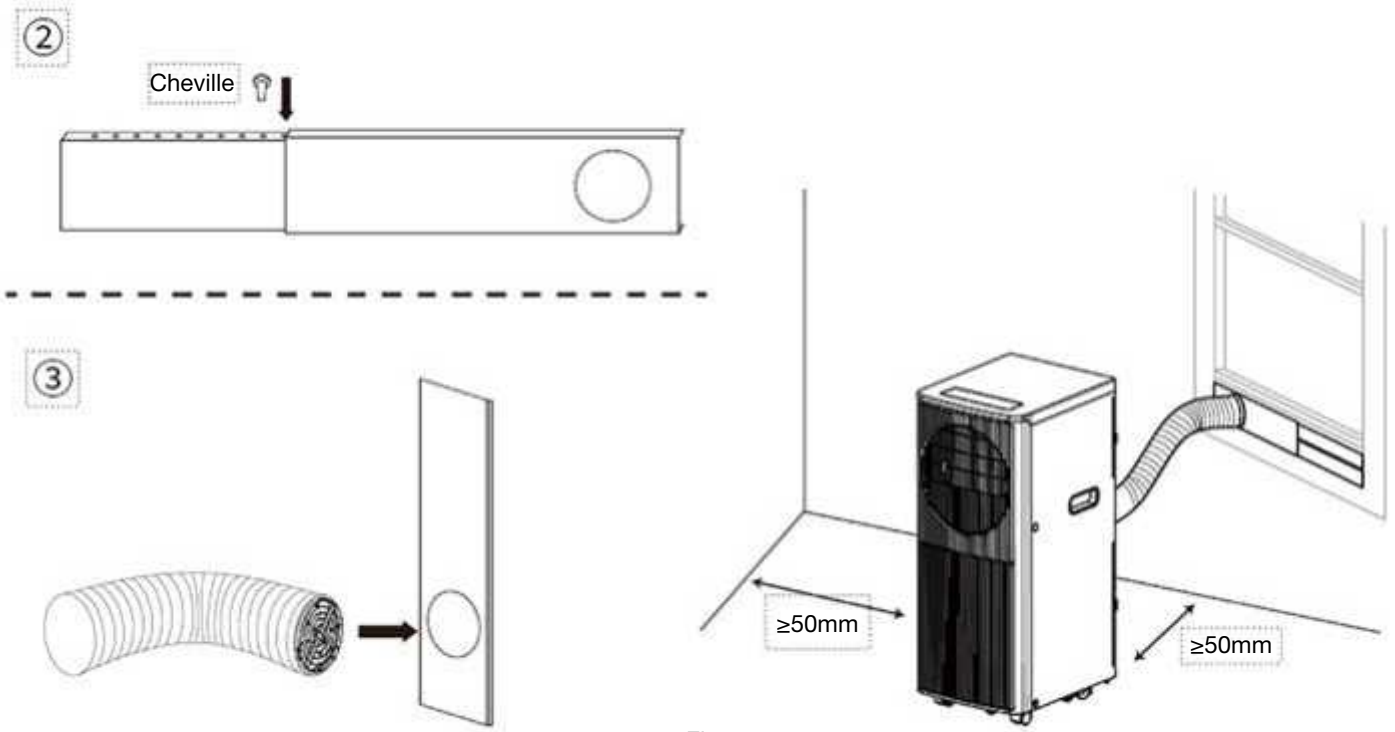

Fig. 8
3. Insérez le raccord de fenêtre du tuyau dans le trou du kit de fenêtre (Fig.8).